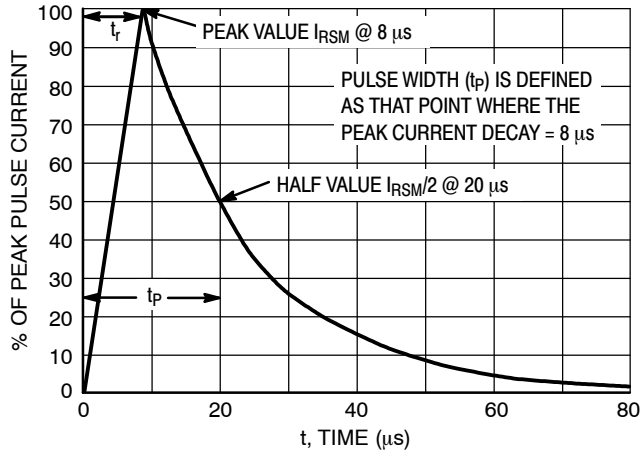

Figure 5. 8 X 20 μs Pulse Waveform
1. Non−repetitive current pulse per Figure 5 (Pin 5 to Pin 2)
4. Non−repetitive current pulse per Figure 5 (Pin 5 to Pin 2)
5. Non−repetitive current pulse per FIgure 5 (Any I/O Pins)
6. Surge current waveform per Figure 5.